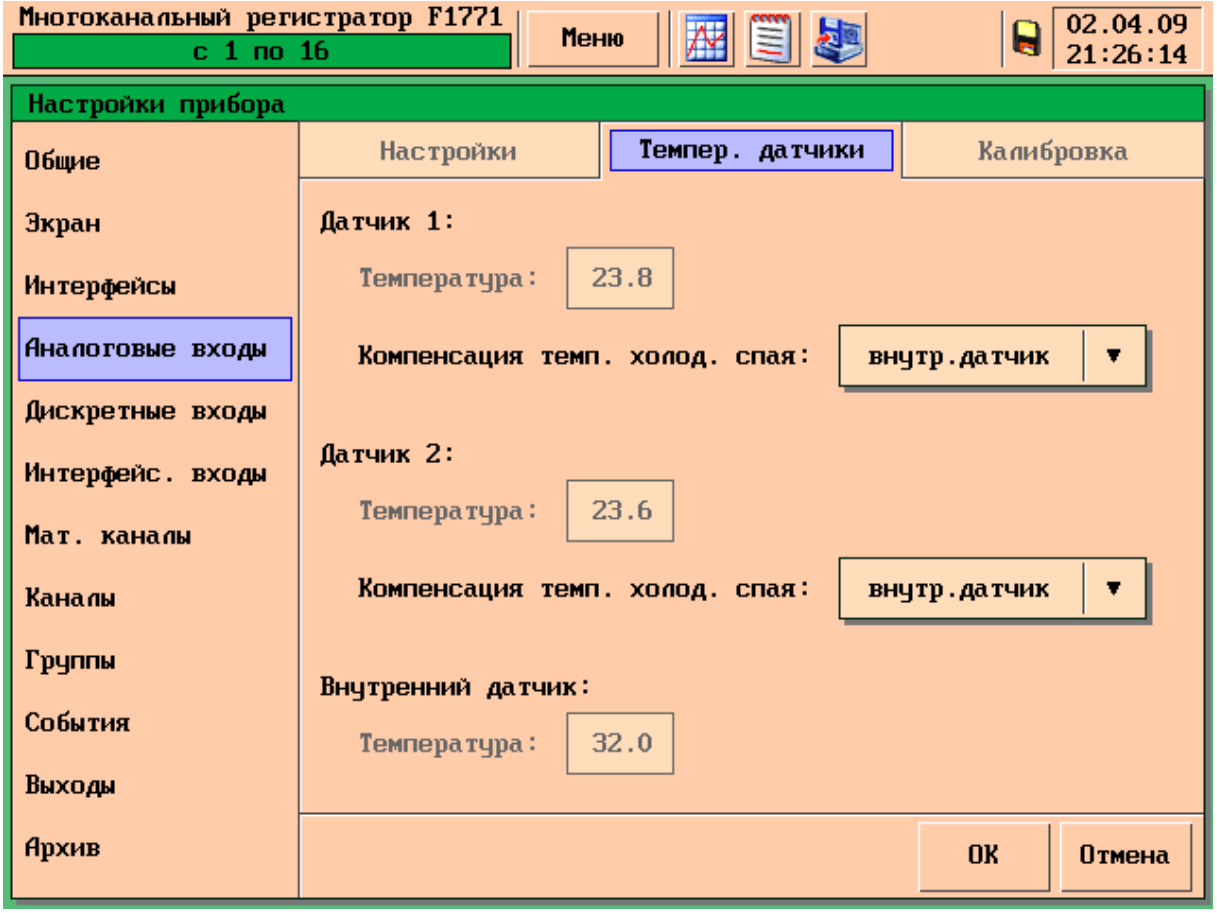

Рисунок 36 – Раздел меню «Аналоговые входы», вкладка «Темпер. датчик»
5.6.10 Вкладка «Температурные датчики», рисунок 36.